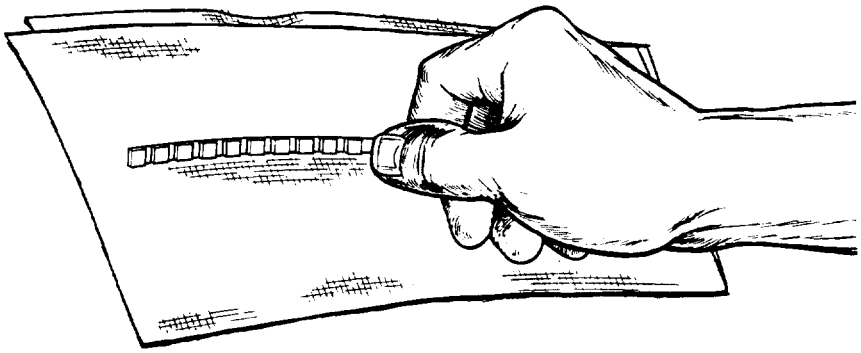

Figure 4-1
4. With the reagent areas to one side, touch the edge of the strip on a paper towel (Figure 4-1). Do not draw the strip across the towel; touch the edge only.
3. With the reagent areas to one side, touch the edge of the strip on a paper towel (Figure 4-1). Do not draw the strip across the towel: touch the edge only.